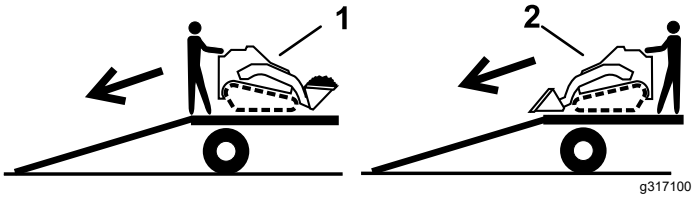

Figuur 21
2. Rij de machine van de aanhanger met de zwaarste kant naar de bovenste zijde van de oprijplaat gericht, en zorg dat de lading onderaan zit (Figuur 21).